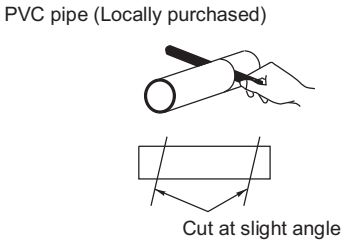

Fig. 1-61
(5) Measure the thickness of the wall from the inside edge to the outside edge and cut PVC pipe at a slight angle 6 mm shorter than the thickness of the wall. (Fig. 1-61)